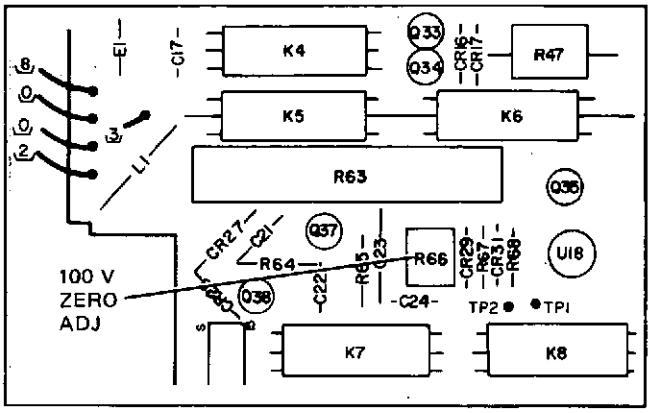

Figure 5-1. 100 Volt Zero Adjustment.
c. Set the test DVM to measure dc volts (autorange). Connect the DVM's low input to the A10 board ground test point and the high input to A10TO1 (Figure 5-1).
d. Adjust A10R66 (Figure 5-1) for a DVM reading of 0 V ± 50 microvolt. Disconnect the test DVM.